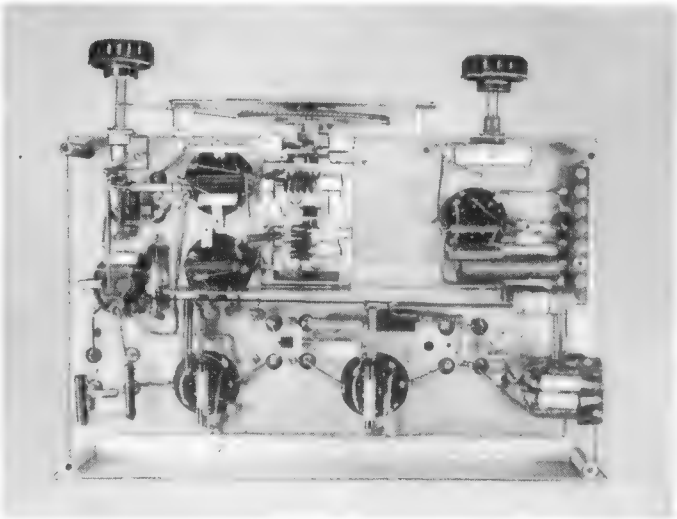
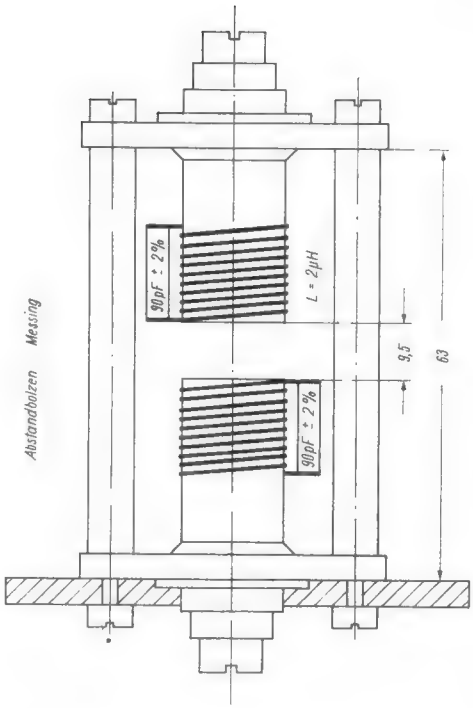

Bild 3. Kurze Verbindungen unterhalb der Montageplatte
Bild 5. Aufbau des Zf-Bandfilters
Die durch Mischung entstehende Zwischenfrequenz von 10,7 MHz wird durch ein Bandfilter auf den Zf-Verstärker übertragen. Da die Bandbreite eines FM-Empfängers an sich größer sein muß als der doppelte maximale Frequenzhub, wird die Verflachung der Resonanzkurve auf 200 kHz Bandbreite im allgemeinen durch eine festere Kopplung (der beiden Spulen) als die kritische Kopplung, in unserem Fall aber jeweils durch Bedämpfung der Sekundärseite des Bandfilters durch einen Widerstand von 35 kΩ bewerkstelligt. Da im Zf-Verstärker also ein verhältnismäßig breites Band zu verstärken bzw. zu verarbeiten ist, und doch eine zu große Stufenzahl im Hinblick auf die Kosten unerwünscht ist, kommt dafür ebenfalls nur eine steile Hf-Pentode in Betracht. Ferner ist eine verhältnismäßig große Verstärkungsreserve erwünscht, damit die nachfolgende Begrenzerstufe schon bei genügend kleiner Empfangsspannung anspricht. Beim Selbstbau der Zf-Bandfilter ist vor allem auf die gegenseitige Kopplung zu achten. Der Abstand der beiden Spulen soll genau, wie in Bild 5 angegeben, eingehalten werden. Als Spulenträger eignet sich besonders gut der Körper CS 20 mit Schraubkern aus Ferrocart Z (FZ) der Firma Vogt und Co. Das Zusammensetzen der aus drei Einzelteilen bestehenden Spule geschieht in der Weise, daß die drei Zapfen des Trolitulröhrchens durch die dafür vorgesehenen Löcher der Halterung durchgesteckt und mit einem heißen Lötkolben breitgequetscht werden, so daß also eine Nietung entsteht. Der Kern der Spule wird vor dem Einschrauben, zum Zwecke eines besseren Abgleichs, mittels einer Metallsäge um 5 mm gekürzt. Die Spule selbst wird aus 0,3 mm starkem Kupferlackdraht gewickelt. Zur Verringerung der Eigenkapazität muß ein Windungsabstand von 0,3 mm eingehalten werden. Die Windungszahl pro Spule beträgt 10 Windungen. Da die beiden vertikal übereinander angeordneten Spulen ja induktiv abgeglichen werden, läßt sich eine Rückwirkung von einer Spule auf die andere dadurch vermeiden, daß man die „heißen" Enden (anodenseitiges- und gitterseitiges Ende) weit auseinanderlegt. Als Material für die Abstandsbolzen kann sowohl Messing oder Aluminium als auch Isoliermaterial verwendet werden. Letzteres bietet noch den Vorteil, daß man es gleichzeitig als Halterung der Spulenenden verwenden kann. Die Parallelkondensatoren (keramisch) sollen direkt an die Spulenenden gelötet werden. In Bild 6 ist ein geöffnetes Bandfilter der Firma Ripperger, Irschenberg-Obb., zu erkennen, das bei einer mittleren Selbstinduktion von 2 µH und Querkapazitäten von 90 pF ausgezeichnete Güte besitzt und dessen Eisenkerne von außen eingestellt werden können. Der Abschirmbecher ist aus 1,5 mm starkem Alublech hergestellt und äußerst stabil. Naturgemäß ist infolge der Dämpfung der Filter und der bei der hohen Zf an sich geringen Verstärkung die Gesamtverstärkung der einzelnen Stufen wesentlich geringer als bei einem normalen Super. Bei der Anordnung der Filter ist besonders darauf zu achten, daß der Abstand der Anode der ersten Röhre zum Gitter der zweiten Röhre und die dazugehörigen Leitungen zu den Bandfiltern außerordentlich kurz gehalten werden. In Bild 3 sind diese Leitungen von höchstens 2 cm Länge deutlich zu sehen. Durch jeweils verschieden durchgeführte Siebung der einzelnen Ströme ist für weitestgehende Entkopplung der einzelnen Stufen Vorsorge getroffen worden. Die Siebkondensatoren dürfen keinesfalls größer als 1000 pF sein. Größere Kondensatoren, auch Elektrolytkondensatoren, stellen eine nicht mehr zu vernachlässigende Selbstinduktion dar.